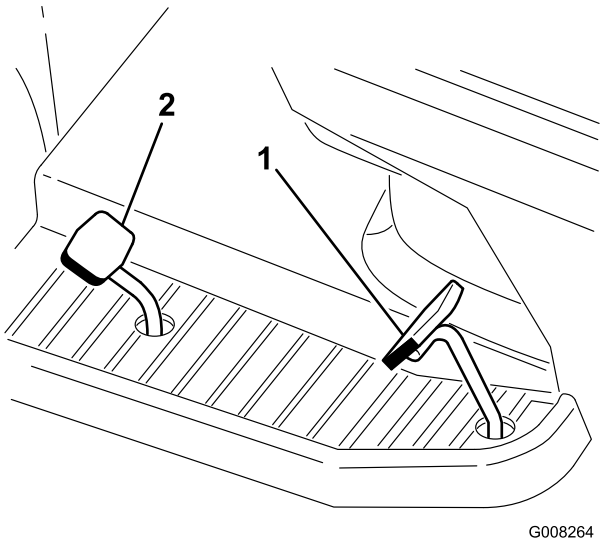

Figur 17
2. Plasser foten på trekkontrollpedalen og legg sakte press på pedalen for å kjøre fremover (Figur 17).
2. Plasser foten på reversgasspedalen og legg sakte press på pedalen for å kjøre bakover (Figur 17).